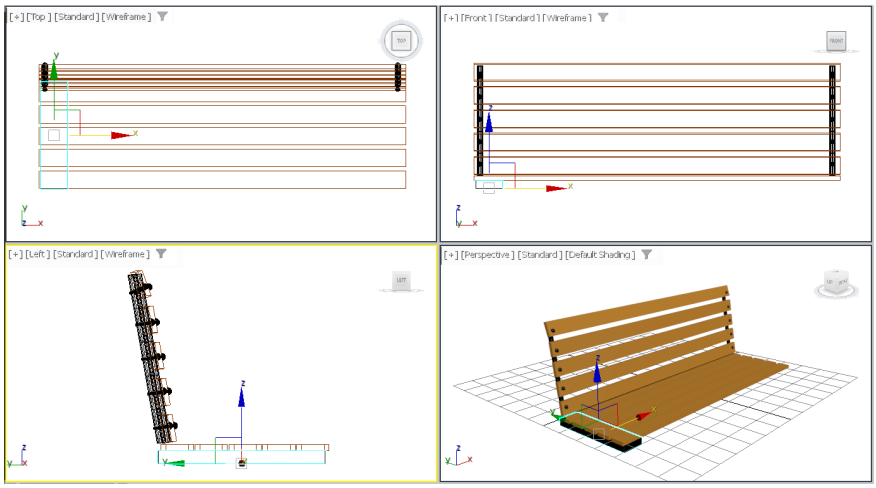

Figure 2-87 *Alignment of leg support001 with horizontal seat support*
5. Choose the **Select and Move** tool and align *leg support001* to the extreme left and below the *horizontal seat support* in all viewports, refer to Figure 2-87.